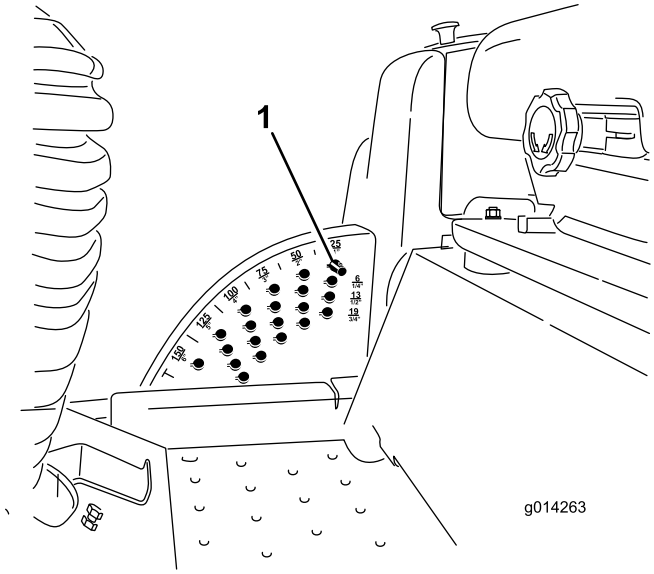

Figur 18
Obs: Lås klippdäcket eller redskapet i höjt läge genom att höja däcket över 15 cm-läget, lossa stopptappen för klipphöjd (se Justera klipphöjden) och sätta tappen i 15 cm-klipphöjdsläget (Figur 18).
1. För tillbaka brytaren för däcklyft medan motorn är igång tills klippdäcket är helt upphöjt och **släpp omedelbart brytaren** (Figur 18).
2. Justera klipphöjden genom att rotera stopptappen tills rulltappen inuti är i linje med springorna i hålen i klipphöjdsfästet och lossa den (Figur 18).
3. Sätt i tappen i det hål i klipphöjdsfästet som motsvarar den önskade klipphöjden och rotera den för att låsa den plats (Figur 18).
Obs: Det finns fyra rader med hål (Figur 18). Den översta raden ger den klipphöjd som visas ovanför tappen. Den andra raden ger angiven höjd plus 6 mm. Den tredje raden ger angiven höjd plus 12 mm. Den nedersta raden ger angiven höjd plus 18 mm. För 15,8 cm-läget finns bara ett hål, på andra raden. Här läggs inte 6 mm till 15,8 cm-läget.